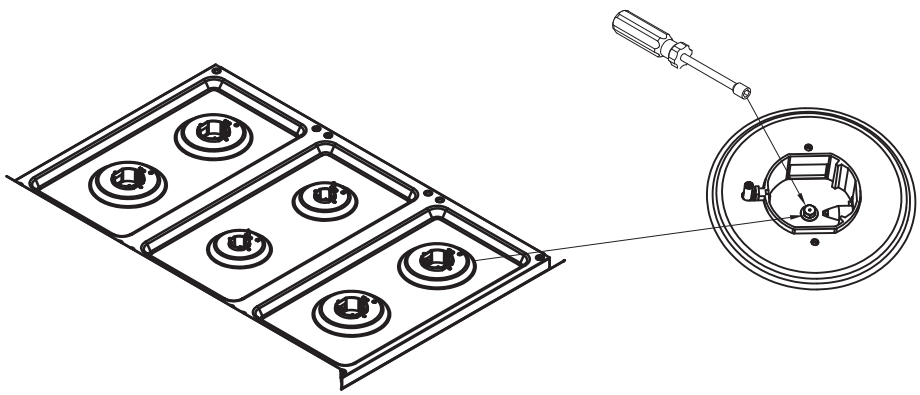

Figure 10— Removing and installing a cooktop burner orifice
2.Using a 7 mm nut driver or wrench, remove the existing liquid propane orifices (see Figure 10). Carefully read each replacement orifice label and install the correct NG orifice in the exact location specified in Part 2. Do not force or over-tighten the orifices.